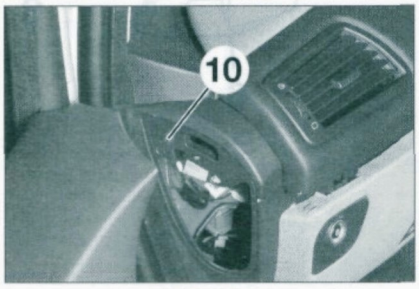

FIGURE 9-28
• Déposer la vis (10) **(figure 9-28)**.